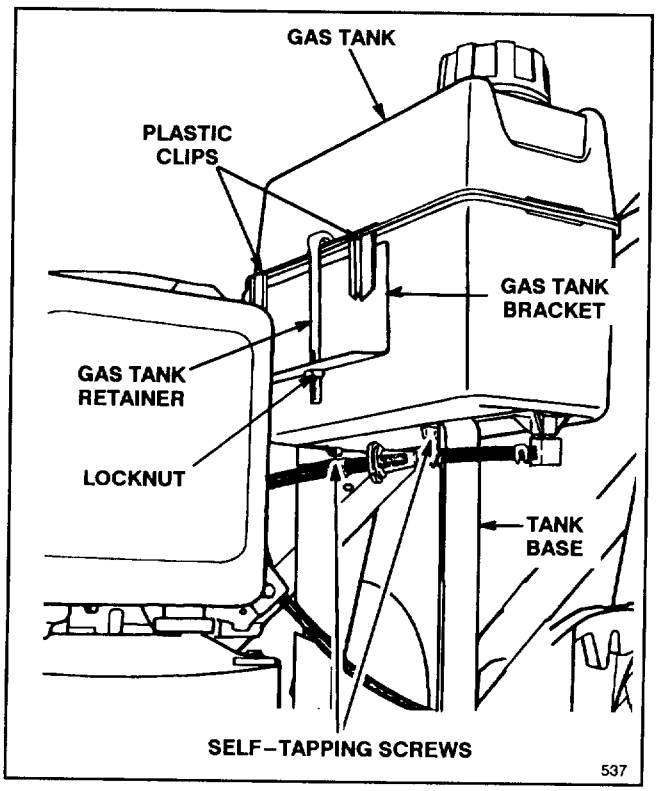

Figure 2
2. Hook plastic clips on front of gas tank onto gas tank bracket (Fig. 2).
**3.** Secure gas tank to tank base with the (2) self–tapping screws (Fig. 2). Do not overtighten screws.
**4.** Hook gas tank retainer onto rear of gas tank and slide end of retainer into hole in tank bracket. Secure retainer to tank bracket with locknut (Fig 2). Do not overtighten locknut.